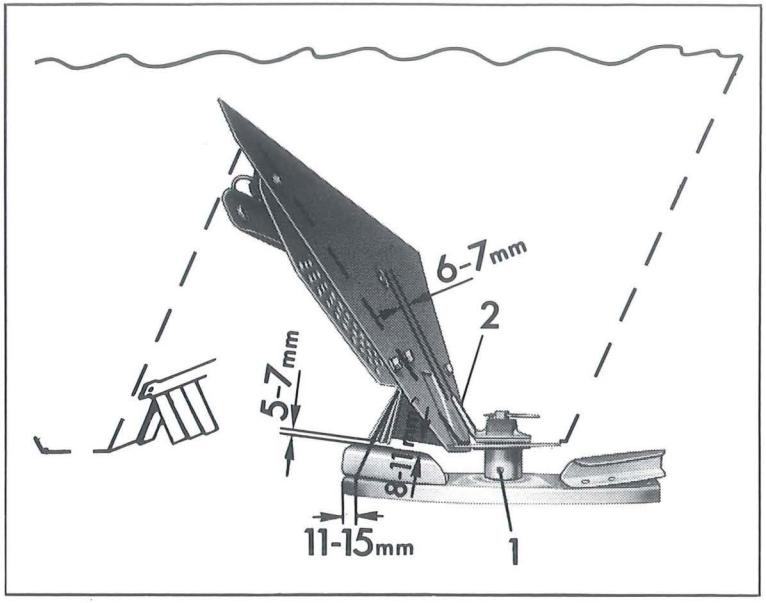

Fig. 11
4.2 Verificare periodicamente che la distanza tra la parete della tramoggia e l'aletta della testina dell'agitatore sia di 6-7 mm (fig. 11). Eventualmente ripiegare la punta dell'aletta testina agitatrice. Sostituire le teste dell'agitatore se molto usurate.
Togliere le spine elastiche (fig. 11/1) sotto la tramoggia. Smontare le testine contrassegnandole destra e sinistra. Se non si dispone di un estrattore procedere come segue: praticare un intaglio vicino al foro con uno scalpello e battere in direzione del lato opposto in modo da allargare la spina della testina. Forzando con lo scalpello nella fessura tra il bordo inferiore della testina ed il bordo superiore del piatto spargitore allentare leggermente la testina dal piatto. Applicare a questo punto uno secondo scalpello o equivalente sotto al primo per facilitare l'estrazione della testina. Non usare mai per facilitare lo smontaggio delle testine o dei piatti la fiamma ossidrica poiche' cosi' facendo si deformerebbero i piatti di distribuzione e si danneggerebbe la scatola di trasmissione. Sostituendo le testine e' necessario rispettare il senso di rotazione. Le alette degli agitatori sono provviste di una parte resistente all'usura che deve sempre trovarsi avanti, nel senso di rotazione. L'aletta del distributore deve mantenere la distanza di 6-7 mm dall'apertura di scarico del concime (fig. 11/2) e la testina non deve raschiare dal fondo della tramoggia stessa. Fissare le testine ed i piatti con le apposite spine. L'aletta della testina deve venirsi a trovare al di sopra della paletta corta o del foro sul bordo del piatto.
Occorre inanzitutto togliere le testine come sopra descritto. Svitare le viti di fissaggio della scatola e smontare il carter di protezione. Dopo aver tolto la scatola, sfilare i piatti di distribuzione (utilizzando preferibilmente l'apposito estrattore AMAZONE) contrassegnando destro e sinistro. Rimontare i piatti sulla nuova scatola e riavvitare. Rimettere le testine come descritto al punto 6.1 e controllare tutte le misure indicate (ved. fig. 11).